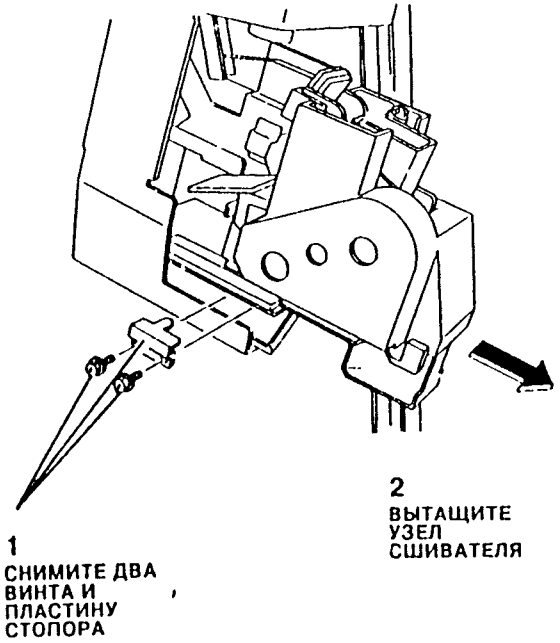

Рис. 7. Снятие узла сшивателя.
1. Снимите узел сшивателя (Рис. 7)